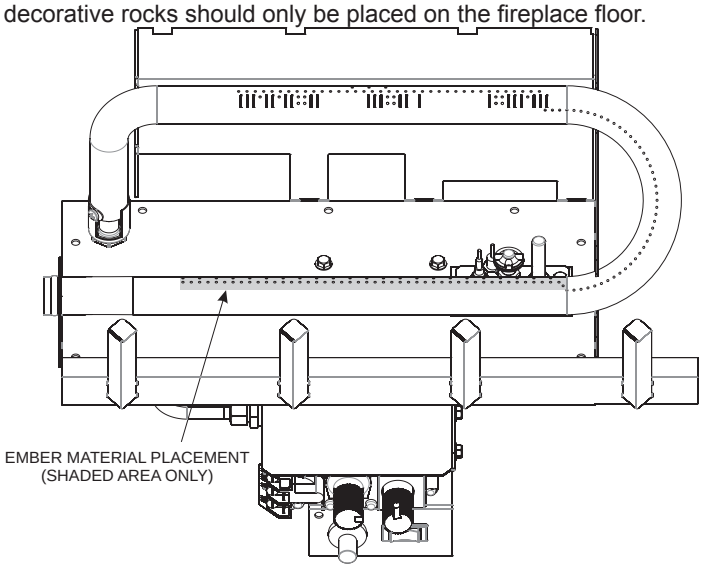

**Figure 75**
4. Place the ember material pieces on the front burner port area. **See Figure 75.**